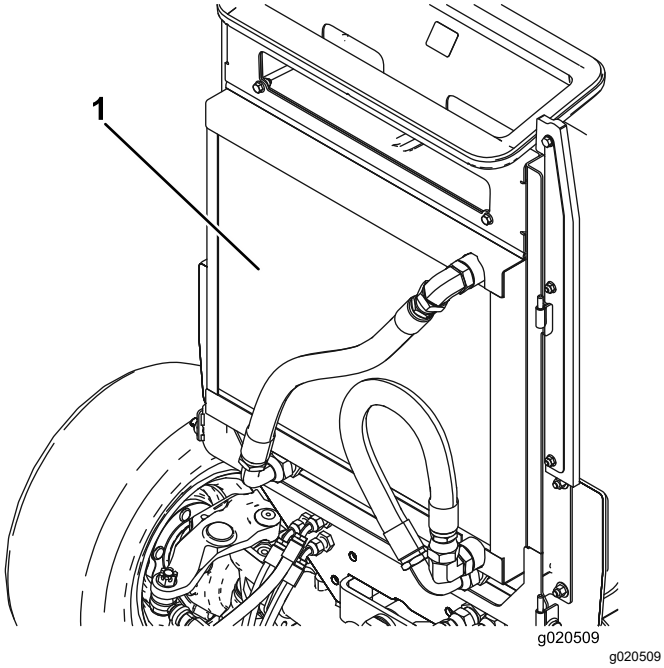

**Рисунок 114**
4. Тщательно очистите сжатым воздухом область с обеих сторон радиатора/маслоохладителя (Рисунок 114). Начните спереди и сдувайте мусор назад. Затем очистите заднюю сторону, сдувая мусор в направлении передней стороны. Повторите эту процедуру несколько раз до полного удаления сухой травы и мусора.